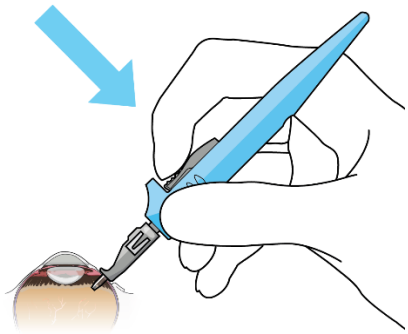
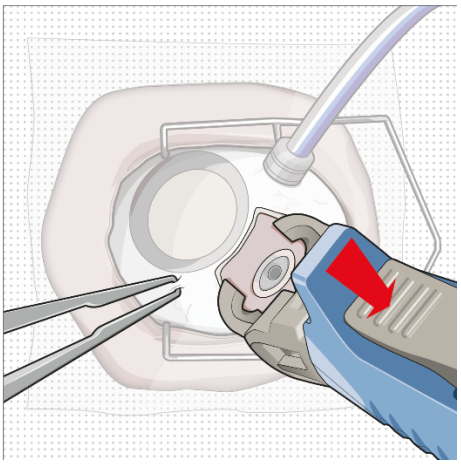

Figure 41
Figure 42
- Release the implant by depressing the release button completely (Figure 41 and Figure 42).